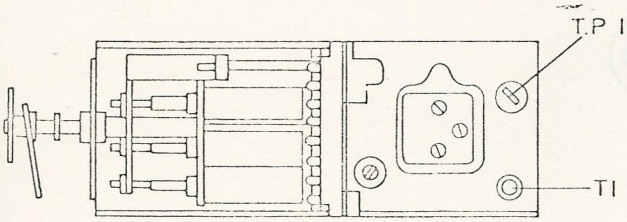

FIG 11
7. Test point location details: See Fig. 11, 12, 14.